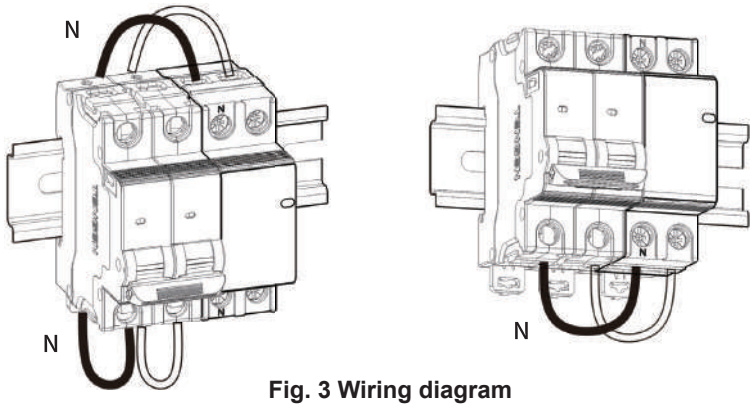

Fig. 3 Wiring diagram
6.2 Correctly connect the wire according to the incoming and outgoing terminals marked on the product, and tighten the fastening torque according to the rated torque to prevent the electrical failure due to poor contact. The wiring diagram sees Fig. 3.